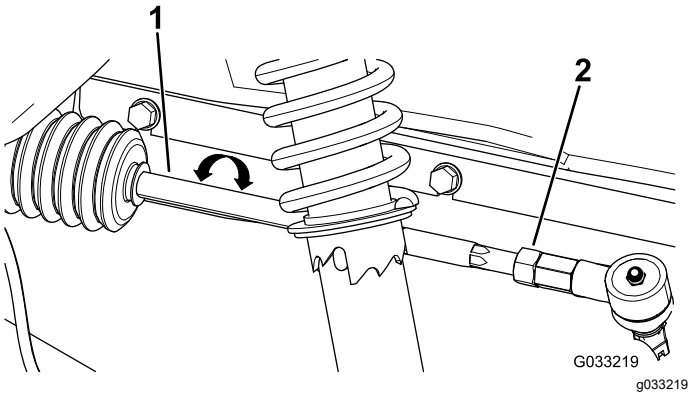

Figur 48
4. Hvis målene ikke er mellom 0 og 6 mm, løsne låsemutteren i den ytre enden av parallellstagene (Figur 48).